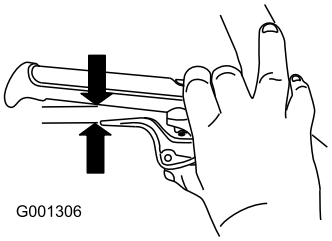

Figur 10
5. Klem spaken helt inn, kontroller deretter mellomrommet mellom bunnen av håndtaket og enden på hjulclutchspaken (Figur 10).